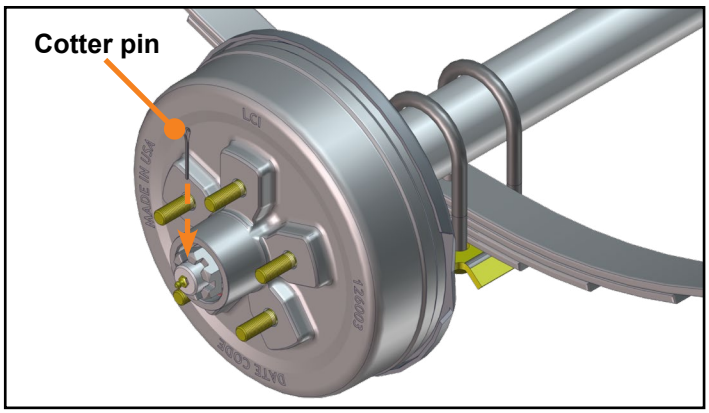

Fig.11
4. Insert ***NEW*** cotter pin **(Fig. 11)**. If cotter pin does not line up with hole, back spindle nut up slightly until pin can be inserted.